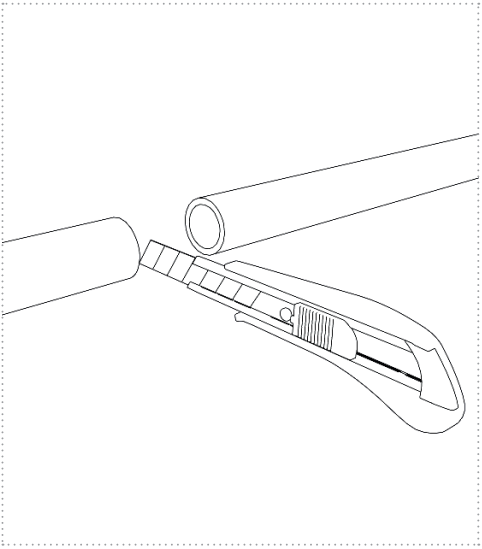

Abbildung 7
1. Durchtrennen Sie gemäß *Abbildung 7* die Wasserleitung an der gewünschten Installationsstelle. Sorgen Sie bei Schläuchen für einen geraden Schnitt.